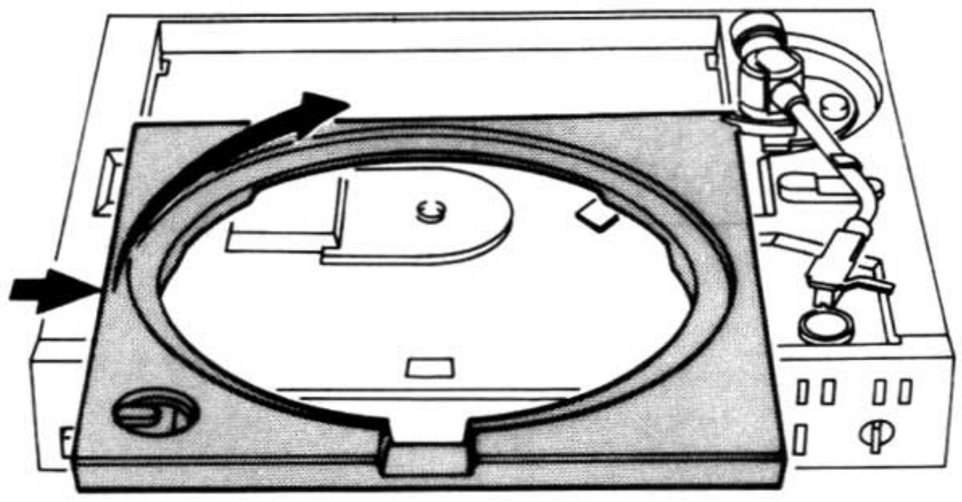

Fig. 1
3) Press the left side of the tray as shown by the arrow and lift off. (See figure 1)
2) Remove the tray (See figure 1)